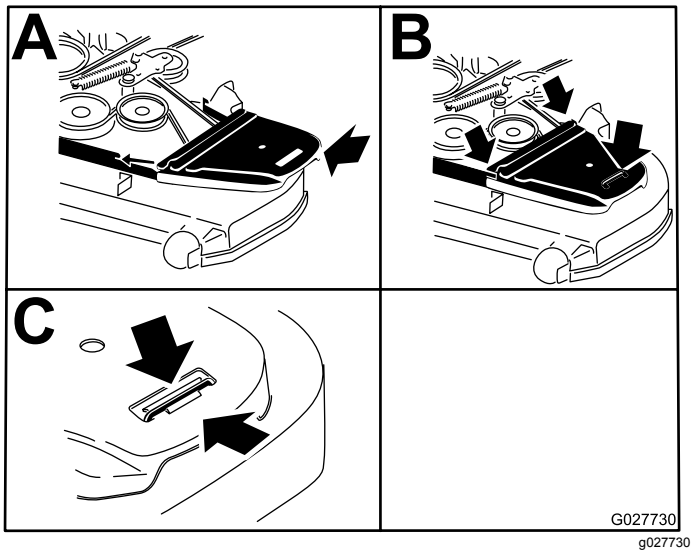

Figur 74
14. Sätt tillbaka remkåporna (Figur 74).